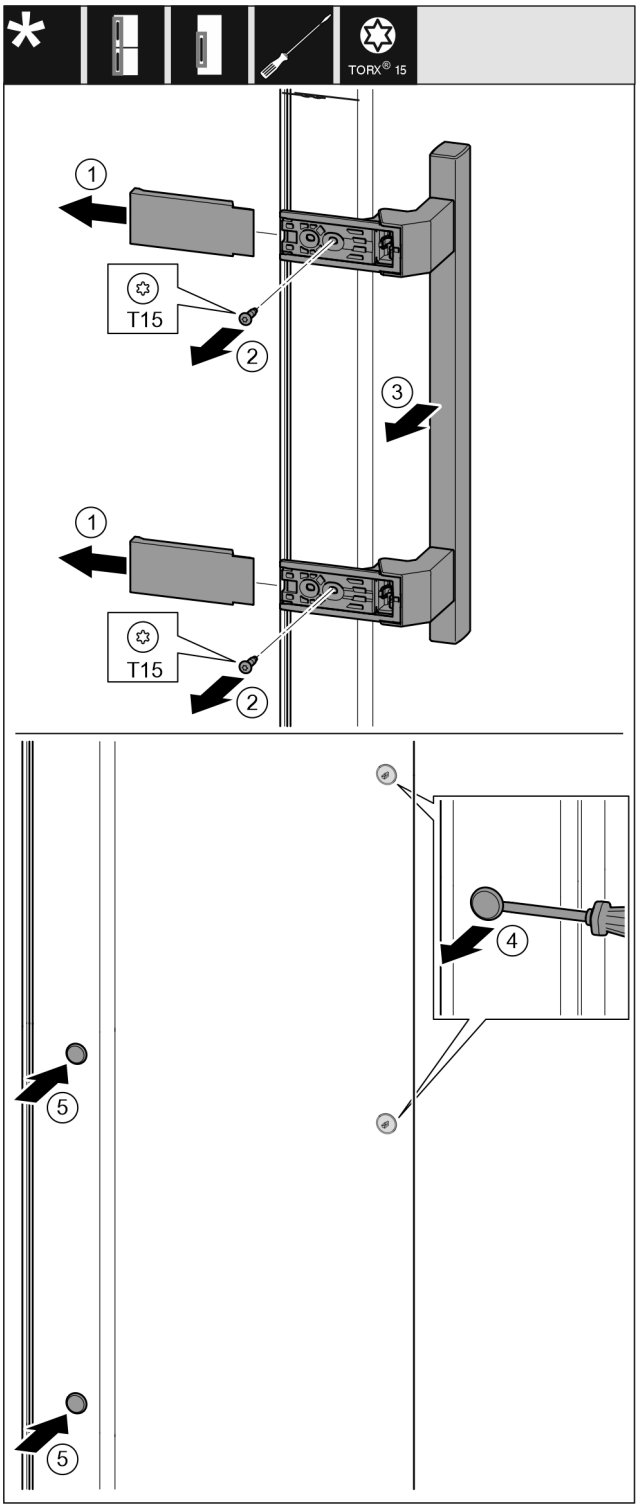

Fig. 17
- ▶ Abdeckung abziehen. *Fig. 17 (1)*
- ▶ Schrauben mit Schraubendreher T15 herausdrehen. *Fig. 17 (2)*
- ▶ Griff abnehmen. *Fig. 17 (3)*
- ▶ Seitlichen Stopfen vorsichtig mit einem Schlitzschraubendreher anheben und herausziehen. *Fig. 17 (4)*
- ▶ Stopfen auf der anderen Seite wieder einsetzen. *Fig. 17 (5)*